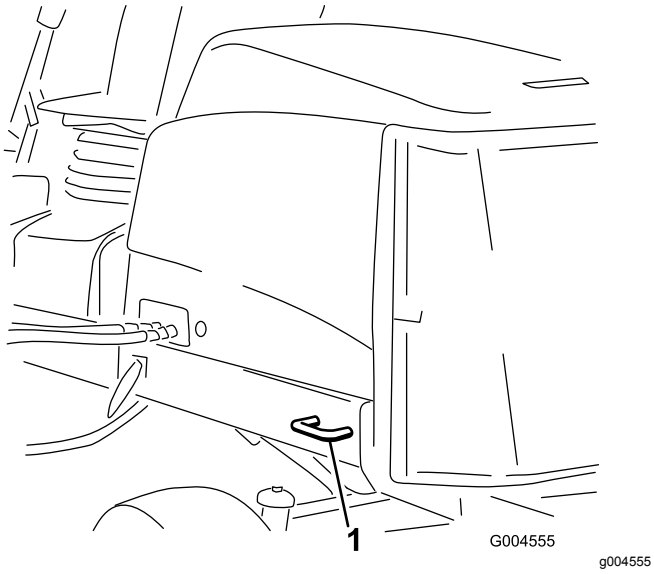

Figur 71
- Bag – på begge sider af maskinen på bagstellet (Figur 71)